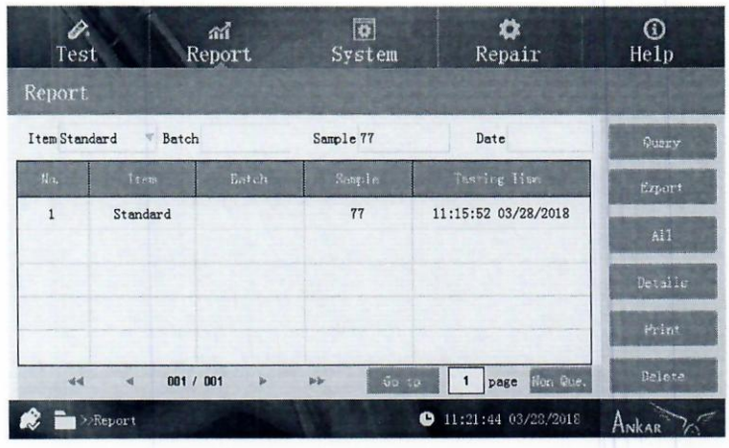

Рис.13. Ввод 2 параметров запроса
Введите номер лота, идентификационный номер (ID) образца, дату считывания и т.д., затем нажмите "Поиск", чтобы проверить результаты считывания, как показано на Рис. 13: